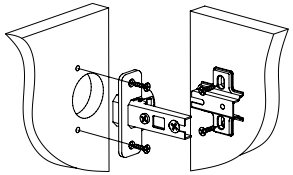

Рис.3
2. При помощи шурупов 3,5х16 установить петли на дверь со стеклом и ответные планки петель на деталь 4 (или 5) (Рис. 3).